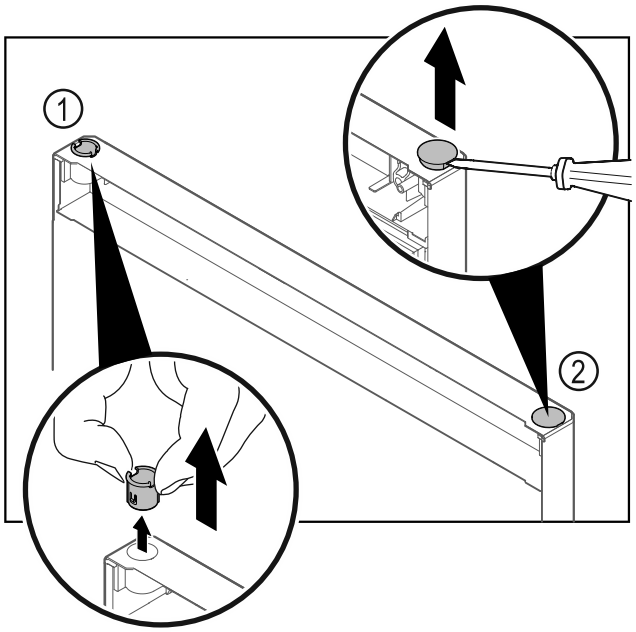

Fig. 7
- ▶ Extrageți bucșa balamalei *Fig. 7 (1)* cu degetele.
- ▶ Ridicați dopul de acoperire *Fig. 7 (2)* cu precauție cu o șurubelniță dreaptă și extrageți-l.